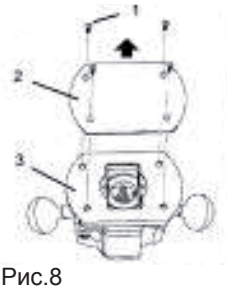

Рис.8
• Викрутіть 4 гвинта (1), якими пластикова захисна пластина (2) прикріплена до пластини фрези (3) (рис.8).